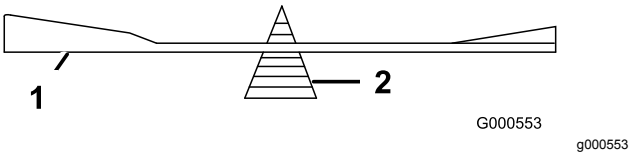

**Figuur 76**
2. Controleer de balans van het mes met een mesbalans (Figuur 76).